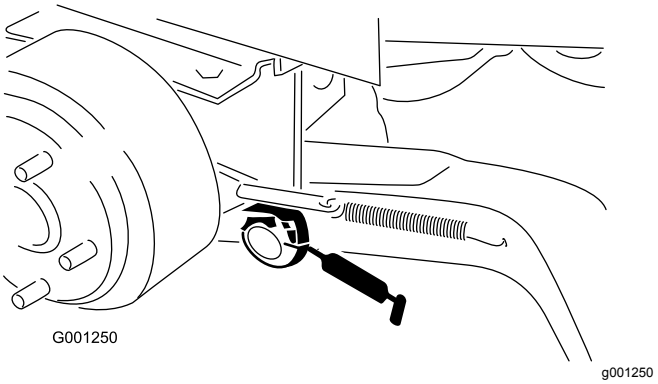

Figur 37
- Løftearmtapphylser (Figur 37)